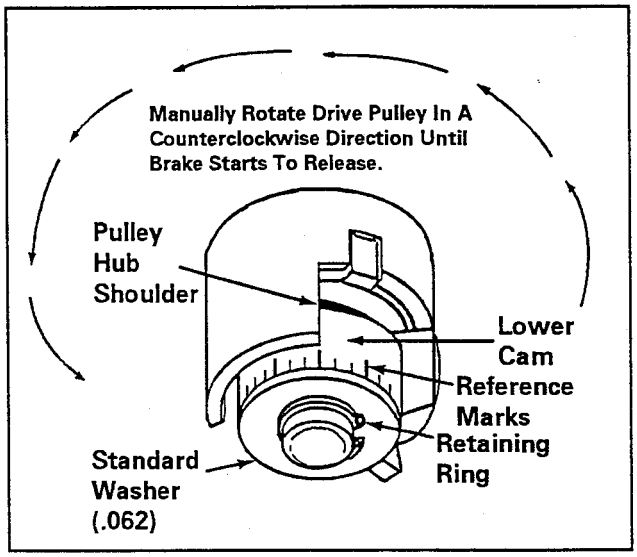

Figure 7-5
Reference marks have been molded around the bottom outer edge of the lower cam as an aid in checking the point of brake disengagement *(Figure 7-5)*. Each mark, from right to left, represents approximately .010 of an inch cam rise.
1. Manually rotate the drive pulley in a slow counterclockwise direction until the brake starts to release and the transmission begins to turn *(Figure 7-5)*.
2. Counting the reference marks on the lower cam from right to left, the pulley hub shoulder should be positioned between reference marks 9 and 4 with 6 being the median *(Figure 7-5)*.